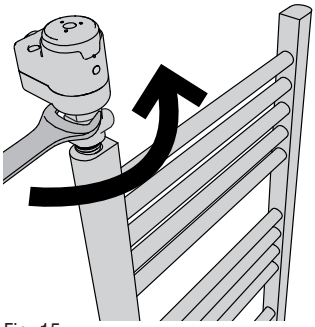

Fig. 15
4. Using a 27 mm spanner unscrew the T-piece with screwed the ATLANTIS, rotating it anticlockwise until T-piece thread is completely off from towel rail ½"GAS female thread (Fig. 15).